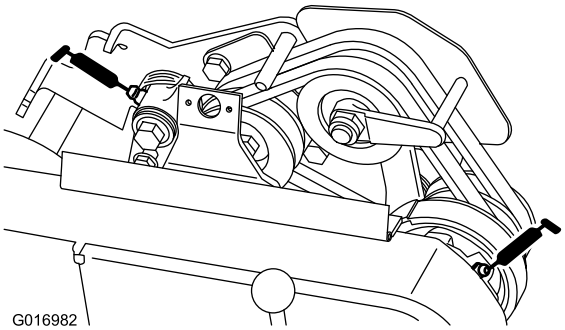

**Figuur 21**
- 2 op de draaipunten van de riemspanrol (Figuur 21).